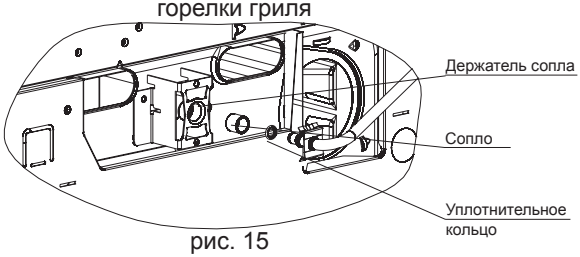

рис. 15
■ Для замены сопла горелки гриля или горелки пода (см. рис. 15, 16) необходимо отвинтить два винта крепления скобы держателя сопла, вытянуть скобу с соплом из горелки (на себя). Отверткой отсоединить крепление от скобы и заменить сопло.